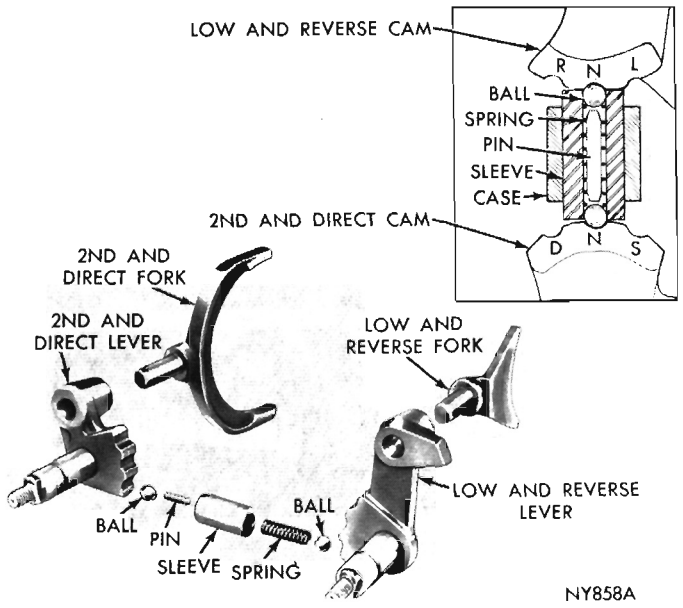

Fig. 29—A-903 Shift Forks and Levers
(1) Remove operating levers from their respective shafts.
(2) Drive out tapered retaining pin from either of the two lever shafts, then withdraw lever shaft from inside transmission. (The detent balls are spring loaded; as shaft is being withdrawn, the ball will drop to bottom of the case.)
(3) Remove interlock sleeve, spring, pin and both balls from the case (Fig. 29 or 30). Drive out remaining tapered pin, then slide lever shaft out of transmission.
Gearshift Mechanism (Fig. 29 or 30)
(5) Install seal protector Tool C-3767, on second and high lever shaft. Depress interlock ball, using Tool C-3765 and at same time install second and high lever shaft, with center detent aligned with detent ball. Remove the tool. Secure lever shaft with remaining tapered pin.
(6) Install operating levers, install washers and tighten retaining nuts to 18 foot-pounds.
(7) Place low and reverse fork in lever shaft, with offset toward rear of transmission (Fig. 29 or 30).
(5) **A-903:** Install 2nd and direct fork in lever shaft with offset toward rear of transmission (Fig. 29).